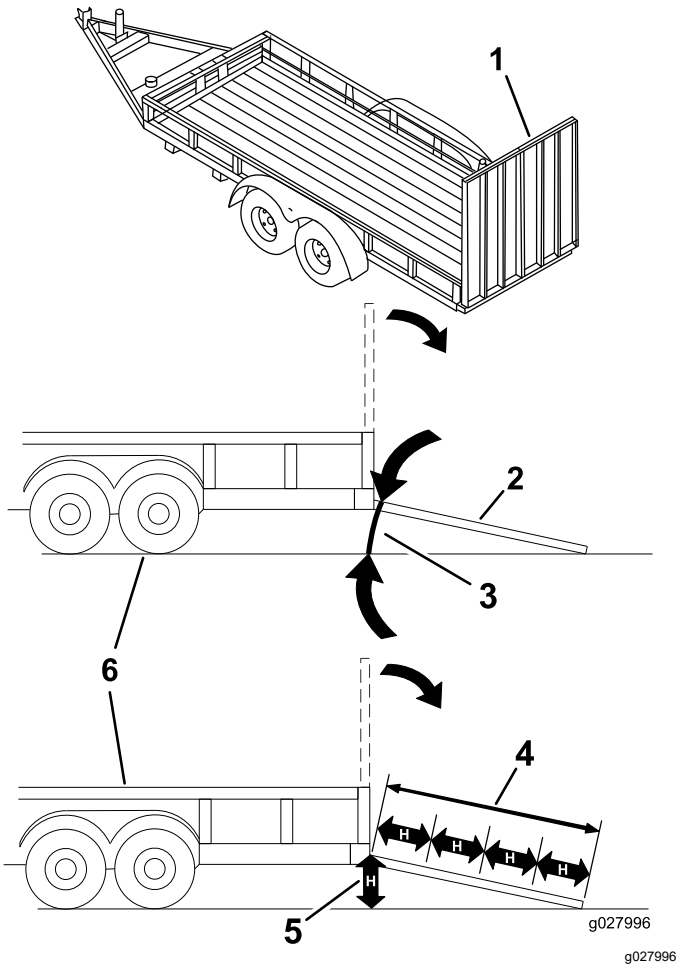

Figure 35
Le chargement d'une machine sur une remorque ou un camion augmente les risques de renversement et peut provoquer des blessures graves voire mortelles (Figure 35).
3. Abaissez la rampe pour que l'angle avec le sol ne dépasse pas 15 degrés (Figure 35).
1. Abaissez la rampe pour que l'angle avec le sol ne dépasse pas 15 degrés (Figure 35).